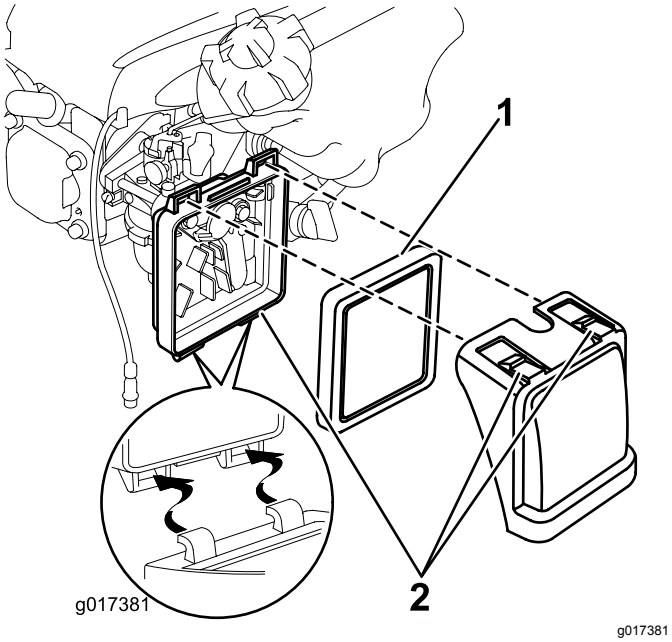

Rysunek 17
1. Wciśnij klapki zatrzasku na górze pokrywy filtra powietrza (Rysunek 17).
2. Otwórz pokrywę (Rysunek 17).
3. Wyjmij filtr (Rysunek 17).
6. Włóż filtr do filtra powietrza (Rysunek 17).
7. Zamontuj pokrywę (Rysunek 17).